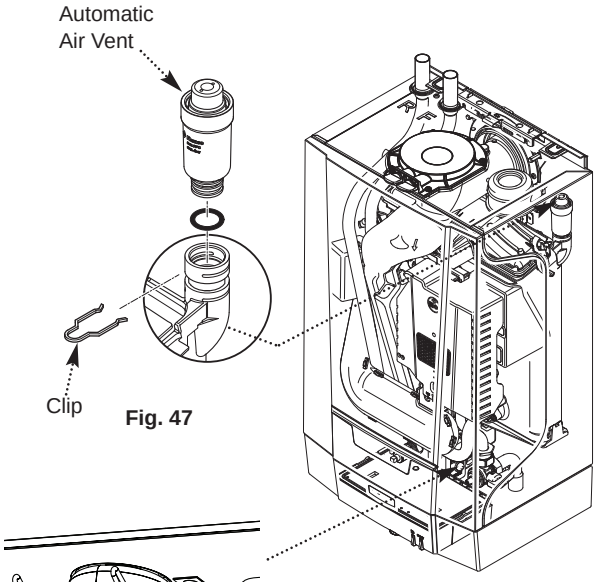

Fig. 47
10.3.2 Automatic Air Vent (Fig. 47)